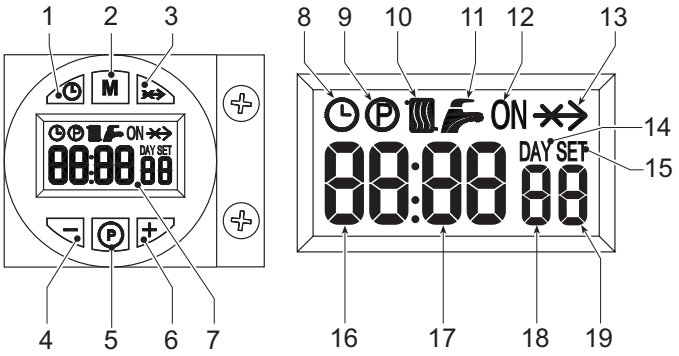

fig. 1 - Bedienpanel
Die Einschaltanforderung (generiert bei Schließen des Kontakts an den Klemmen 7-8 (siehe fig. 14), bei Default-Einstellung) wird durch die Aktivierung des Heizsymbols angezeigt (Pos. 10 - fig. 1).
1. Die Taste zum Einstellen von Tag/Uhrzeit drücken (Pos. 1 - fig. 1).
2. Auf dem Display (Pos. 7 - fig. 1), blinken die Symbole UHR und DAY: mit den Tasten + und - (Pos. 4 und 6 - fig. 1), den aktuellen Wochentag einstellen; 1=Montag, 7=Sonntag. Den Wochentag durch Drücken der Taste zum Einstellen von Tag/Uhrzeit bestätigen (Pos. 1 - fig. 1).
3. Auf dem Display (Pos. 7 - fig. 1), blinken die zwei Ziffern der AKTUELLEN STUNDE und das Symbol UHR: mit den Tasten + und - (Pos. 4 und 6 - fig. 1) die genaue Uhrzeit von 00 bis 23 einstellen. Die Stunden durch Drücken der Taste zum Einstellen von Tag/Uhrzeit bestätigen (Pos. 1 - fig. 1).
4. Auf dem Display (Pos. 7 - fig. 1), blinken die zwei Ziffern der AKTUELLEN MINUTEN und das Symbol UHR: mit den Tasten + und - (Pos. 4 und 6 - fig. 1) die genauen Minuten von 00 bis 59 einstellen. Die Minuten durch Drücken der Taste zum Einstellen von Tag/Uhrzeit bestätigen (Pos. 1 - fig. 1). Automatischer Heizbetrieb, Handbetrieb On, Handbetrieb Off
Durch Drücken der Betriebsartenwahltaste (Pos. 2 - fig. 1) kann folgendes eingestellt werden:
1. Bei Automatikbetrieb wird auf dem Display (Pos. 7 - fig. 1) das Symbol UHR eingeblendet. Die Anforderung der Ein-/Abschaltung des Brenners hängt vom eingestellten Wochenprogramm ab. Im Bedarfsintervall wird auf dem Display (Pos. 7 - fig. 1) auch das Symbol ON eingeblendet.
2. In Handbetrieb On wird auf dem Display (Pos. 7 - fig. 1) nur das Symbol ON eingeblendet. Der Brenner ist immer in Bedarf eingestellt.
3. In Handbetrieb Off wird auf dem Display (Pos. 7 - fig. 1) weder das Symbol ON noch das Symbol UHR angezeigt. Der Brenner ist abgeschaltet.
Das Wochenprogramm ist mit 3 Zeitintervallen auf ON und 3 Zeitintervallen auf OFF voreingestellt, die für jeden Wochentag gleich sind. Im Bedarfsintervall wird auf dem Display (Pos. 7 - fig. 1) das Symbol ON eingeblendet.
1. Die Programmiertaste "P" drücken (Pos. 5 - fig. 1)
2. Den zu programmierenden Tag mit den Tasten + und - wählen (Pos. 4 und 6 - fig. 1):
3. Die Programmiertaste "P" drücken (Pos. 5 - fig. 1):
- Mit den Tasten + und - (Pos. 4 und 6 fig. 1) den Beginn des 1. Zeitintervalls für ON ändern; Beispiel 06:00Die Heiztaste "P" drücken (Pos. 5 - fig. 1)
- Mit den Tasten + und - (Pos. 4 und 6 fig. 1) den Beginn des 1. Zeitintervalls für OFF ändern; Beispiel 09:00Die Heiztaste "P" drücken (Pos. 5 - fig. 1)
- Mit den Tasten + und - (Pos. 4 und 6 fig. 1) den Beginn des 2. Zeitintervalls für ON ändern; Beispiel 12:30Die Heiztaste "P" drücken (Pos. 5 - fig. 1)
- Mit den Tasten + und - (Pos. 4 und 6 fig. 1) den Beginn des 2. Zeitintervalls für OFF ändern; Beispiel 14:00Die Heiztaste "P" drücken (Pos. 5 - fig. 1)
- Mit den Tasten + und - (Pos. 4 und 6 fig. 1) den Beginn des 3. Zeitintervalls für ON ändern; Beispiel 16:00Die Heiztaste "P" drücken (Pos. 5 - fig. 1)
- Mit den Tasten + und - (Pos. 4 und 6 fig. 1) den Beginn des 3. Zeitintervalls für OFF ändern; Beispiel 23:30Die Heiztaste "P" drücken (Pos. 5 - fig. 1)
11. Die Programmiertaste "P" (Pos. 5 - fig. 1) 3 Sekunden lang drücken, um den Programmiermodus zu beenden.
Zum Öffnen des Parametermenüs die Programmiertaste "M" (Pos. 2 - fig. 1) 5 Sekunden lang drücken. Der Parameter "u01" wird angezeigt, bezeichnet mit SET 01. Die Taste "P" (Pos. 5 - fig. 1) dient zum Scrollen der Parameterliste.
Zum Ändern eines Parameterwertes die Tasten + und - drücken (Pos. 4 und 6 - fig. 1): Die Änderung wird automatisch gespeichert. Nach Ändern des Parameters 3 Sekunden warten: Der Wert blinkt und wird gespeichert.
Zum Schließen des Menüs die „Betriebsartenwahltaste - M" (Pos. 2 – fig. 1) 5 Sekunden lang drücken.
Zum Öffnen des Parametermenüs die Programmiertaste **"P"** (Pos. 5 - fig. 1) 10 Sekunden lang drücken. Der Parameter "t01" wird angezeigt, bezeichnet mit SET 01. Die Taste "P" (Pos. 5 - fig. 1) dient zum Scrollen der Parameterliste.
Zum Ändern eines Parameterwertes die Tasten + und - drücken (Pos. 4 und 6 – fig. 1): Die Änderung wird automatisch gespeichert Nach Ändern des Parameters 3 Sekunden warten: Der Wert blinkt und wird gespeichert.